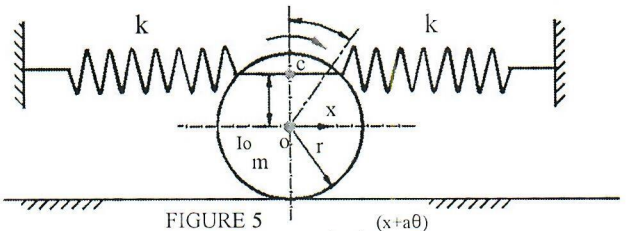

FIGURE 5
4.Determine the natural frequency of the system shown in figure 5 by Energy and Newton's method. Assume the cylinder rolls on the surface without slipping.